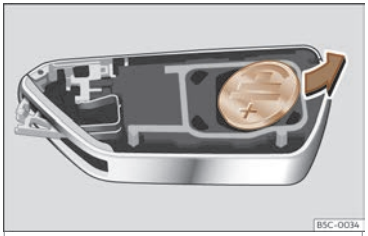

Fig. 74 Chave do vehículo:extracción da pila.
- Retire a pila do compartimento cun obxecto fino axeitado>>> **fig. 74**.